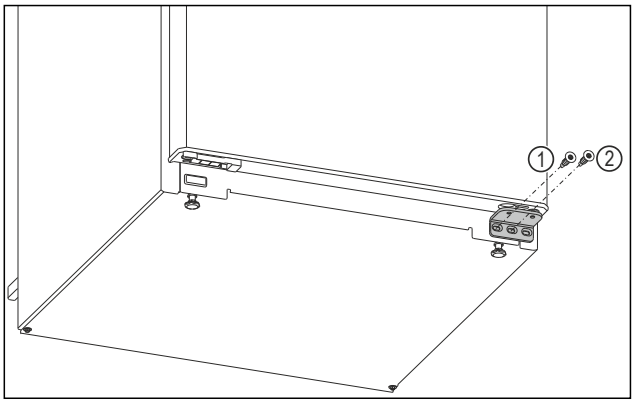

Fig. 4
▶ Skru den inderste skrue på det nederste lejebeslag af med en Torx 20-skruetrækker. *Fig. 4 (1)*
▶ Skru den midterste skrue på det nederste lejebeslag af med en Torx 20-skruetrækker. *Fig. 4 (2)*